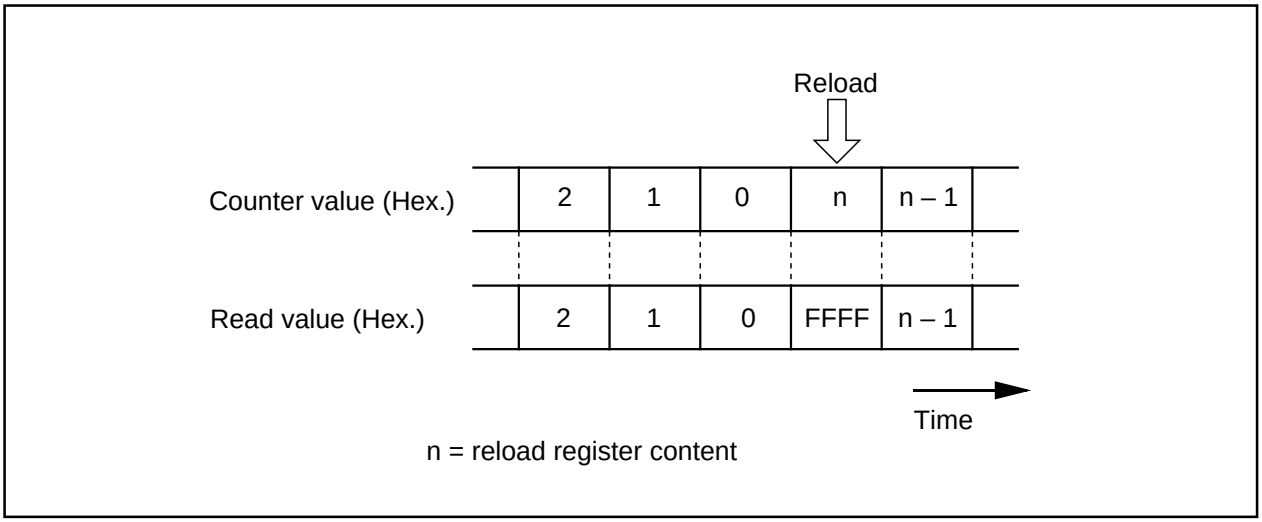

Figure 2.2.28. Reading timer A0 register
(1) To clear reset, the count start flag is set to “0”. Set a value in the timer A0 register, then set the flag to “1”.
(2) Reading the timer A0 register while a count is in progress allows reading, with arbitrary timing, the value of the counter. Reading the timer A0 register with the reload timing shown in Figure 2.2.28 gets “FFFF$_{16}$”. Reading the timer A0 register after setting a value in the timer A0 register with a count halted but before the counter starts counting gets a proper value.